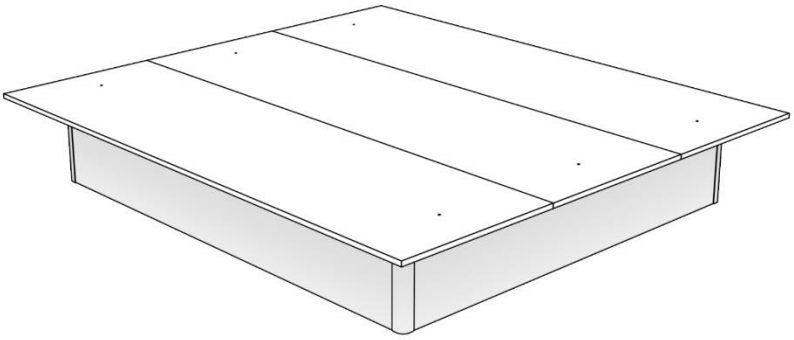

Abbildung 6: 2e und 3e Bodenplatte auf dem Bettkasten montieren.
Schritt 6. Legen Sie die 2. Platte gegen die 1. und schrauben Sie diese auf die gleiche Weise wie in Abbildung 6 gezeigt auf den Bettkasten. Legen Sie dann Platte 3 auf und schrauben Sie diese auf die gleiche Weise am Bettkasten fest. Stellen Sie sicher, dass die Schrauben vollständig in den Platten versenkt sind, um eine Beschädigung des Bettkastens zu vermeiden.